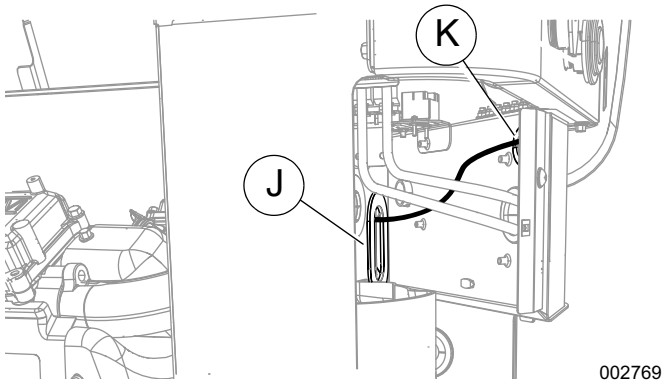

Figure 11. Lead Wires to Customer Connection (11–22 kW)
6. Pass the lead wires through the harness grommet (J) in the engine divider panel.
7. See ***Figure 11***. Working inside the intake enclosure, route the lead wires through the customer connection panel grommet (K). Secure all wires with plastic wire ties at least 0.5 in. (1 cm) away from fuel hoses.